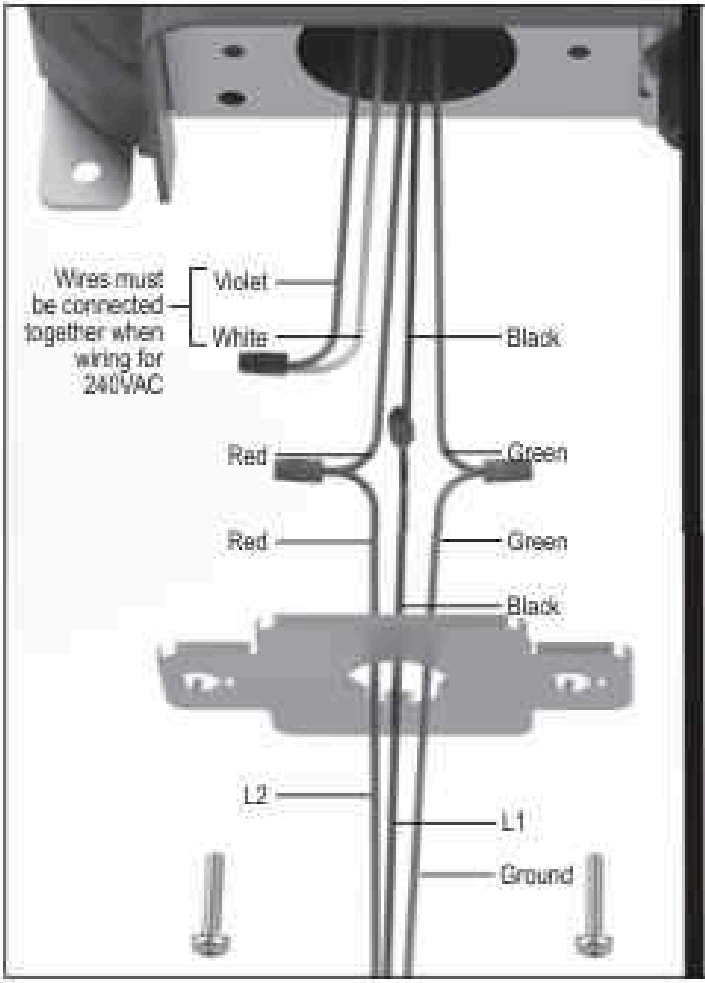
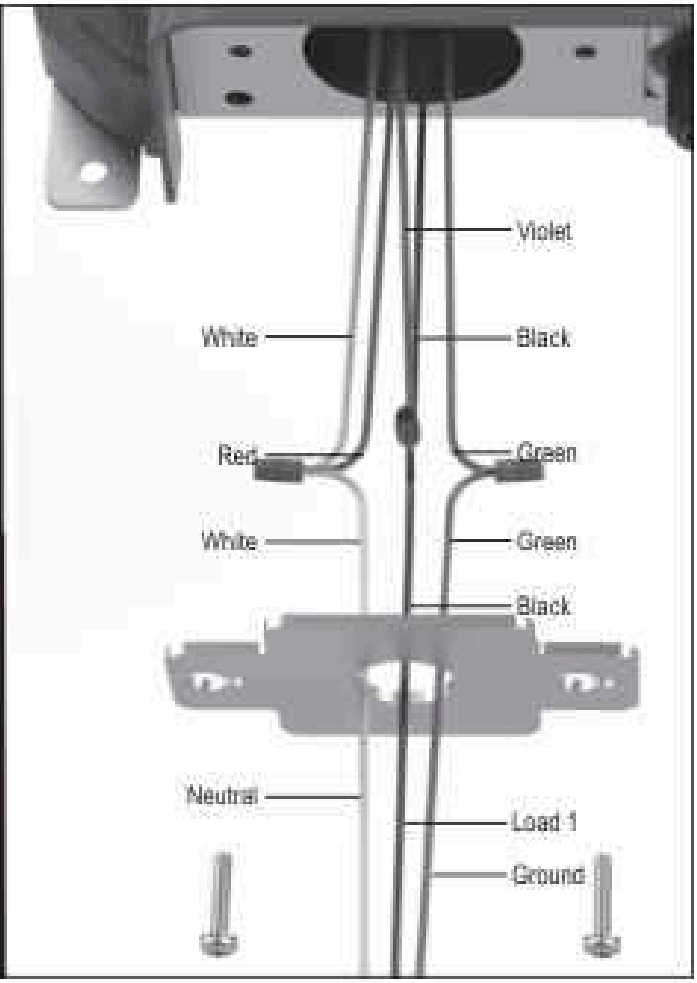

Figure 4. Wiring with a 240 VAC Filter Pump
Figure 5. Wiring with a 120 VAC Filter Pump
1. Wire power pack to pool pump power source using 3.3 mm² (12 AWG) insulated wire and conduit. Wire the power pack to the LOAD side of the filter pump or the LOAD side of the pool pump timer relay so that the chlorinator can only come on when the pool pump comes on (see Figure 4 for 240 VAC and Figure 5 for 120 VAC).
5. Make the wire connections. Note: The green wire should be connected to the ground point. (see Figure 4 for 240 VAC and Figure 5 for 120 VAC).